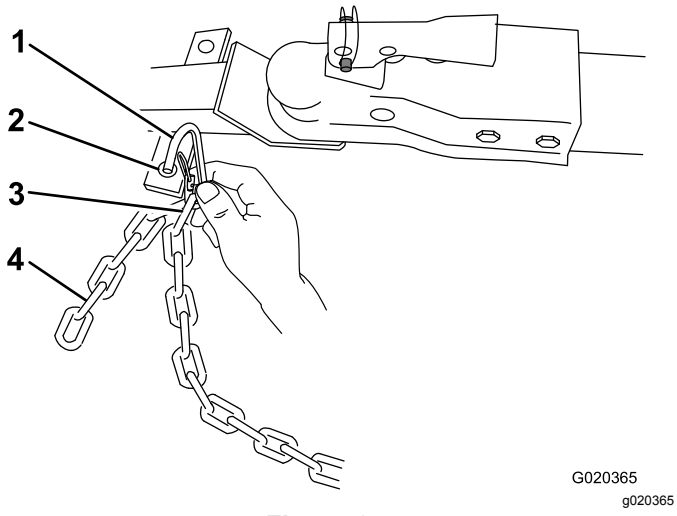

Figura 27
3. Conecte cada tramo de cadena al punto de montaje de la cadena de seguridad del vehículo de remolque con los conectores (Figura 27).
Nota: Para los modelos de descarga frontal, conecte los conectores a los eslabones apropiados de la cadena de seguridad (Figura 27). Si la cadena sobrante cuelga demasiado y toca el suelo, engánchelo otra vez en el conector para levantarla de la superficie.